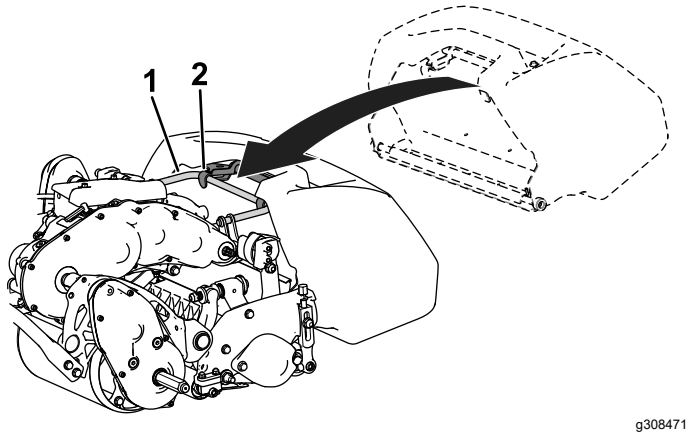

Figur 4
2. Led korgens kant mellan klippenhetens sidoplåtar och över den främre rullen (Figur 4).
3. Montera gräskorgskrokarna över ramens ögla (Figur 4).